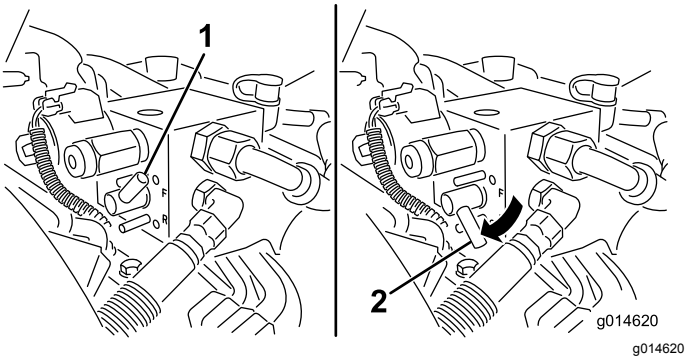

Figur 53
5. Drej baglapningsgrebet til tilbagepositionen (R) (Figur 53).